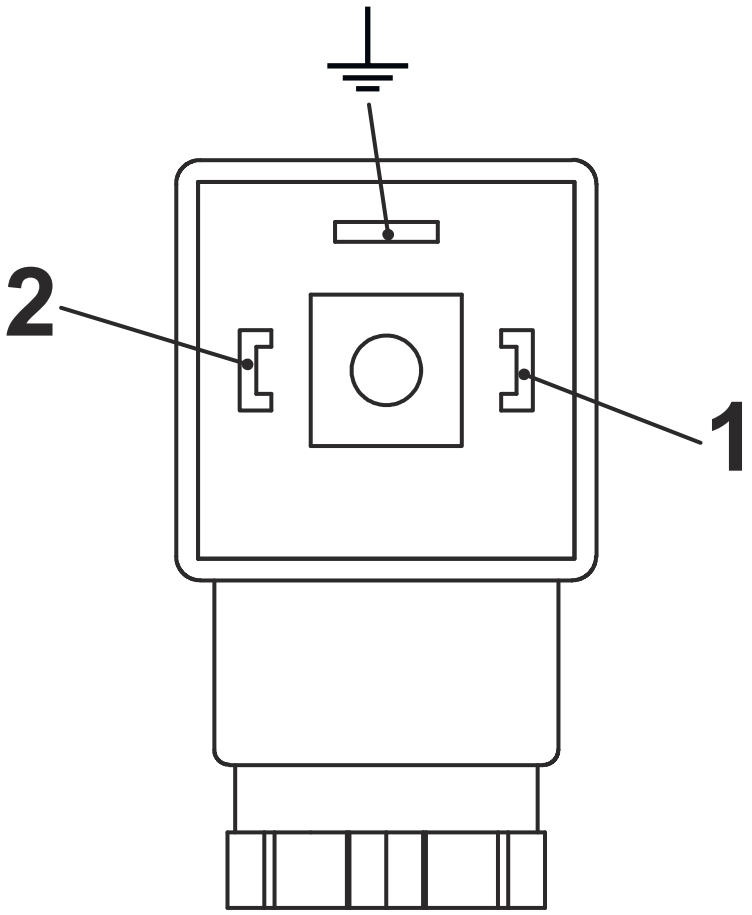
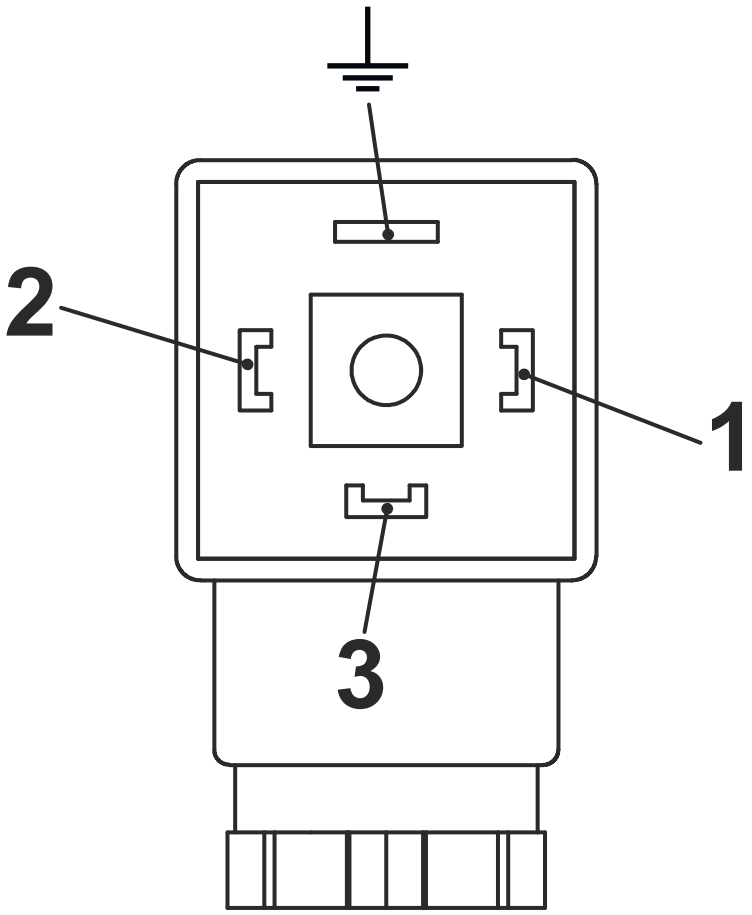

Fig. 17: Pin assignment, plug socket, Normally Open Contact (Form 30x70)
Fig. 18: Pin assignment, plug socket, Change-over contact (Form 30x70)
6. Make the connections as shown in the connection diagram (*Fig. 17* und *Fig. 18*)